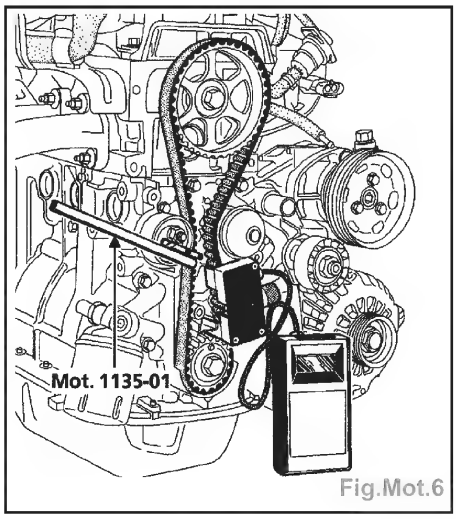

Fig.Mot.6
a) - Monter le **Mot. 1273** (contrôleur de tension de courroie) et, à l'aide du **Mot. 1135-01**, effectuer une rotation du galet tendeur dans le sens inverse des aiguilles d'une montre jusqu'à l'obtention de la valeur **20 US** (tourner la molette du capteur jusqu'au déclenchement (trois «clic»)) (Fig.Mot.6).